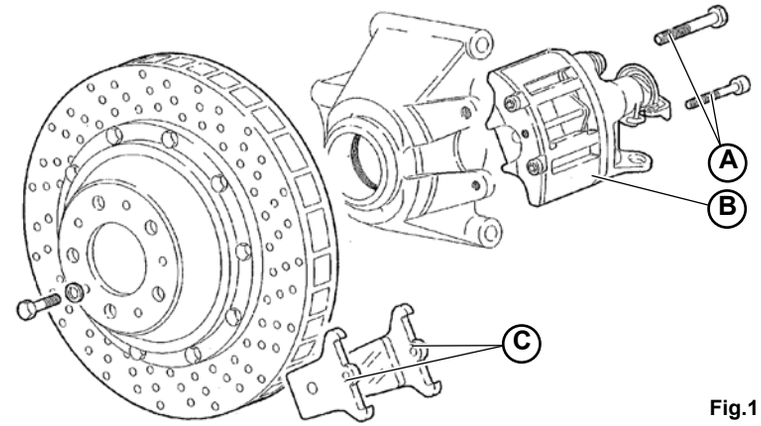

Fig.1
2. Unscrew the two screws (**A-Fig.1**) securing the caliper (**B-Fig.1**).
3. Extract the disk's caliper, recovering the centering wheel cylinder and the pads (**C-Fig.1**).